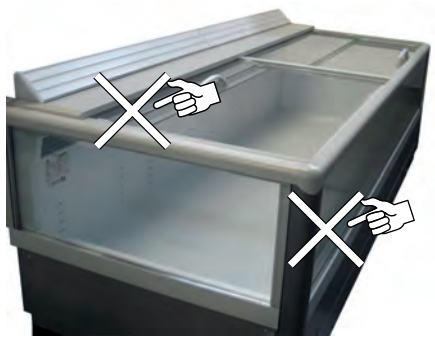

Abb. 12
- Die Waren nicht die Zirkulation der Kaltluft beeinträchtigen ("Abb. 12").